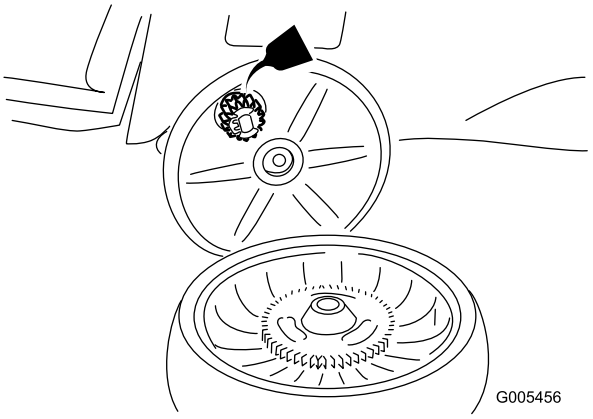

Figur 32
2. Påfør smøreolje på giret som vist på Figur 32.